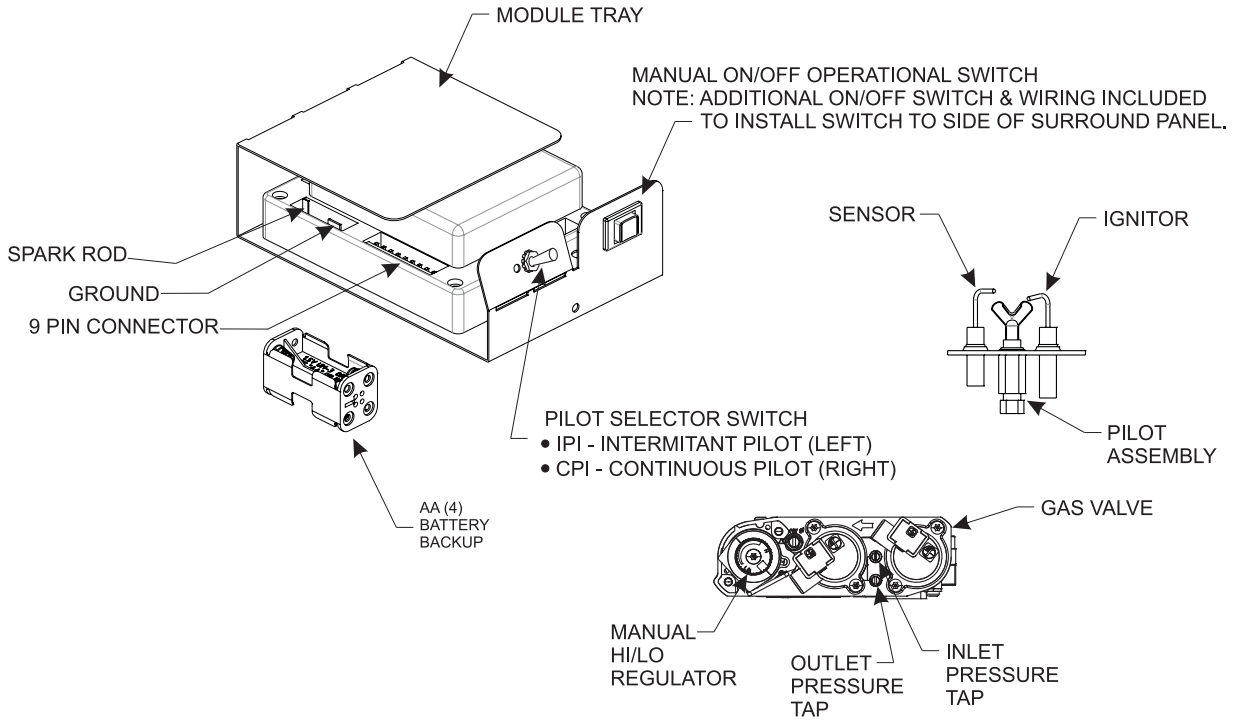

Figure 71
3. The gas valve has inlet and outlet pressure taps as shown in **Figure 71.** Refer to page 12 for gas pressure requirements.
NOTICE: The gas control has a manual HI/LO flame adjustment knob (regulator) that allows you to increase or decrease the height of the burner flame. **See Figure 71.** Rotate the HI/LO knob counterclockwise to “HI” to increase the flame height, and clockwise to “LO” to decrease the flame height.
To connect the remote receiver to the appliance, first disconnect the ON/OFF switch wires from the white and green wire connectors and connect the wires from the remote receiver to the green and white wire connectors. **See Figure 71.**